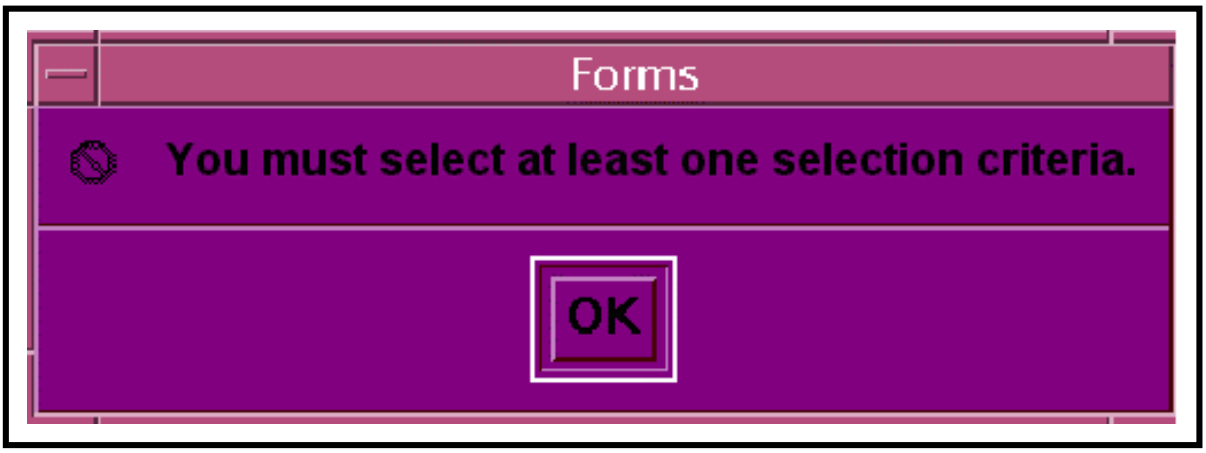

Figure 76. Selection Error Dialogue Box
- If no selection criteria were selected, a **Selection Error Dialogue** (Figure 76) is displayed in a purple box.